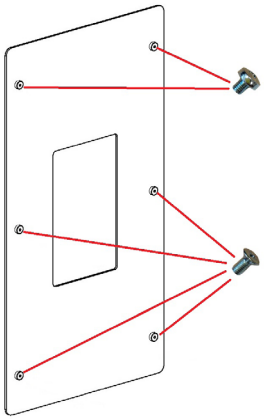

Fig. 32 - Die Schrauben anschrauben
- Die Schrauben an den am Glas vorhandenen Buchsen anschrauben: 2 Schrauben mit rundem Kopf an den oberen Buchsen und 4 Schrauben mit flachem Kopf an den anderen Buchsen (siehe **Fig. 32 auf S. 21**).